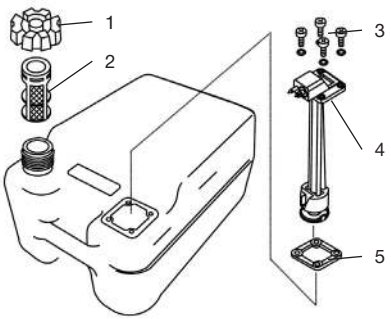

Рис. 48 Фильтр внешнего топливного бака
1. Открутите крышку 1 топливного бака и извлеките из горловины бака сетчатый фильтр 2 (Рис. 48).
5. Открутите винты 3 крепления топливозаборника и извлеките топливозаборник 4 из бака (Рис. 48).
7. Установите между топливозаборником и топливным баком новую прокладку 5 (Рис. 48).